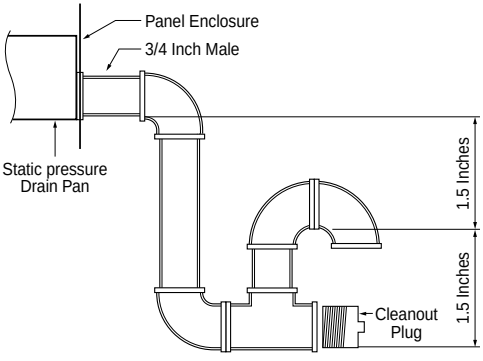

Fig. 1
A 1 inch male condensate drain connection is located on the corner of the unit next to the evaporator section access panel. A trap should be installed and filled with water before starting the unit to avoid air from being drawn through. Follow local cdes and standard piping practices when running the drain line. Pitch the line downward, away from the unit, and avoid long horizontal runs. See Fig. 1.
- Remember that the radius (R) should not exceed 70mm (Refer to Fig. 1)